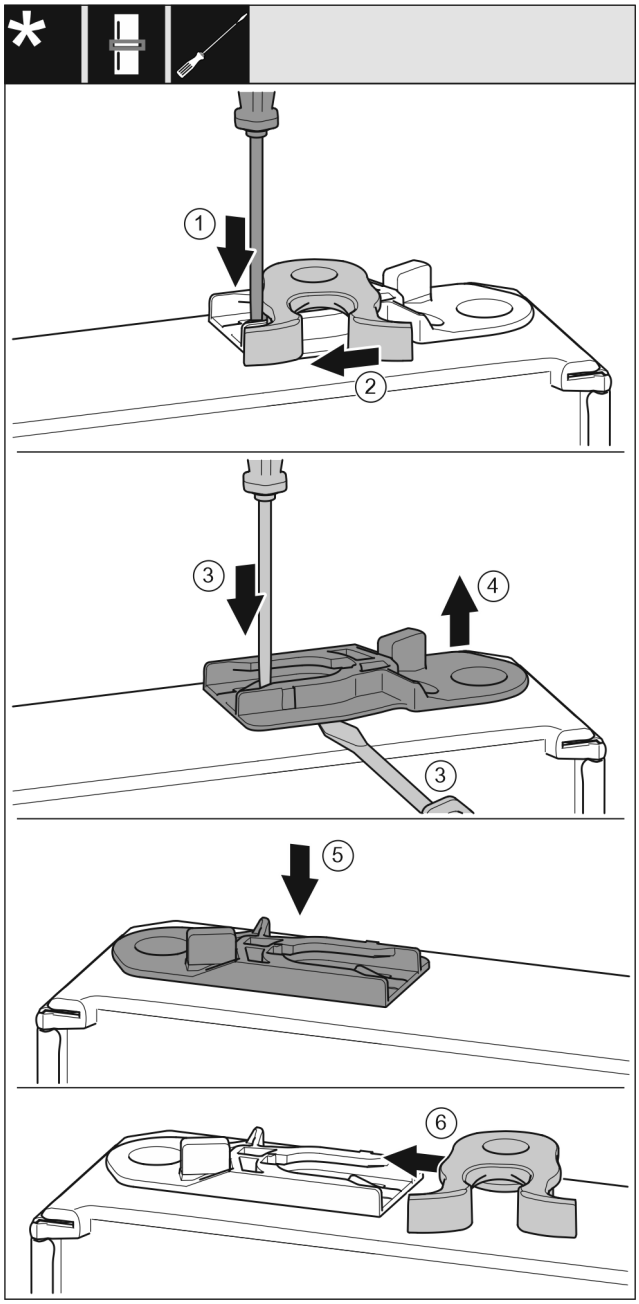

Fig. 20
- ▶ Pousser la languette *Fig. 20 (1)* vers le bas avec un tournevis plat.
- ▶ Retirer la gâche *Fig. 20 (2)* du guide.
- ▶ Retirer la douille de guidage *Fig. 20 (3, 4)* : Presser la languette avec un tournevis plat tout en faisant passer un autre tournevis plat sous la douille de guidage.
- ▶ Insérer la douille de guidage *Fig. 20 (5)* fournie de l'autre côté du boîtier.
- ▶ Insérer la gâche *Fig. 20 (6)* dans le guide.